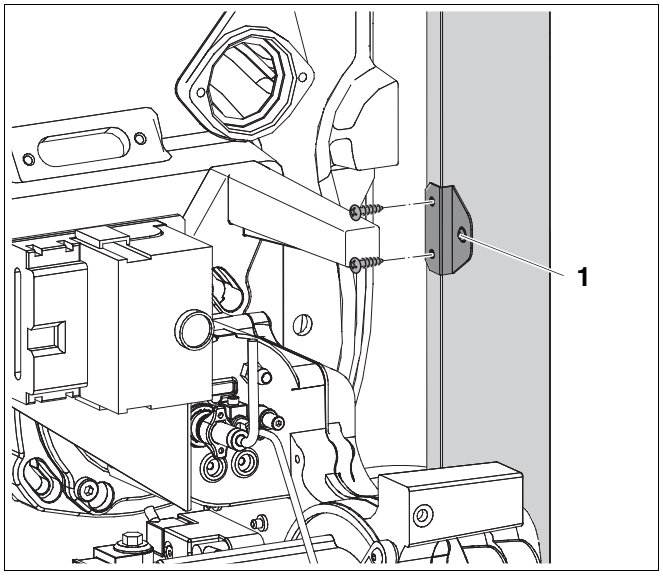

Рис. 43 Установка уголка на боковых стенках
- Установить уголок для крепления кожуха горелки на боковой стенке слева и справа (➔ Рис. 43).